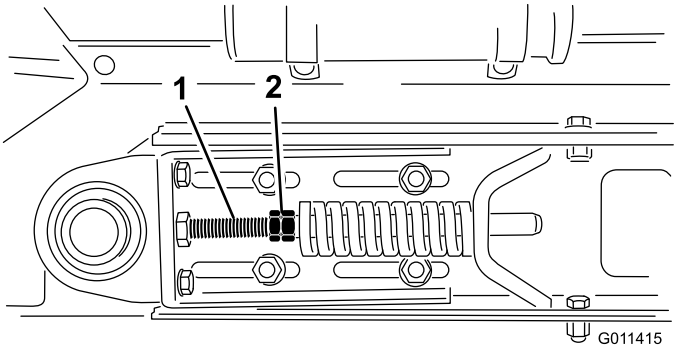

Figur 31
3. Løsn kontramøtrikker og møtrikker på spændstangen for at frigøre fjederspændingen (Figur 31).